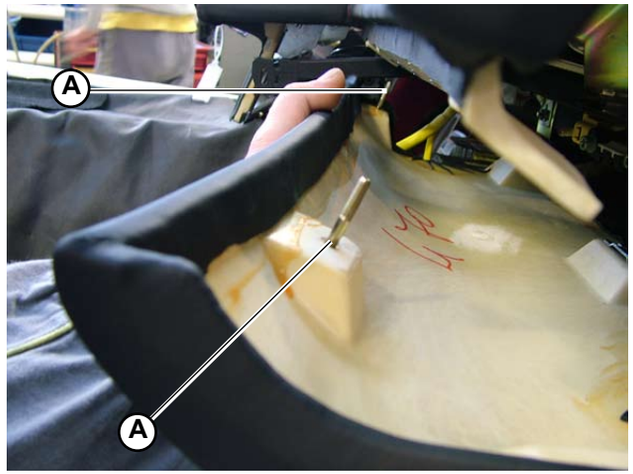
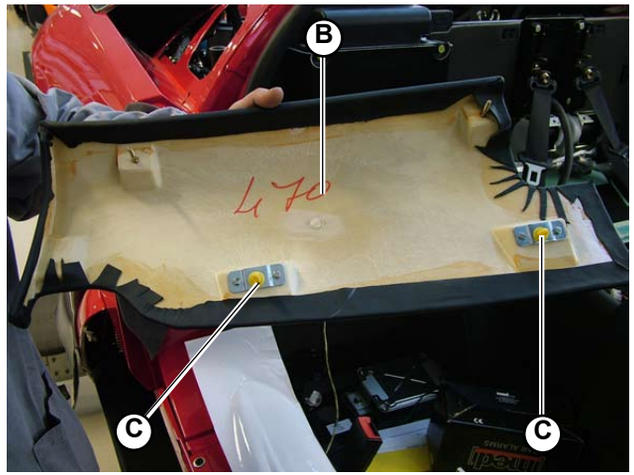

Fig.4
Fig.5
1. Unscrew the 2 stud bolts (**A-Fig.4**) securing the lower dashboard assembly (**B-Fig.5**) to the dashboard.
2. Extract the right lower dashboard assembly so that the 2 finned anchors (**C-Fig.5**) on the lower part are released from the respective fixing brackets.